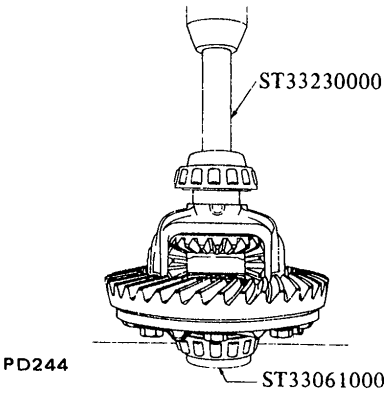

Fig. PD-11 Installing side bearing cone
8. Press fit side bearing cone on differential case using Gear Carrier Side Bearing Drift ST33230000 and Adapter ST33061000. See Figure PD-11.